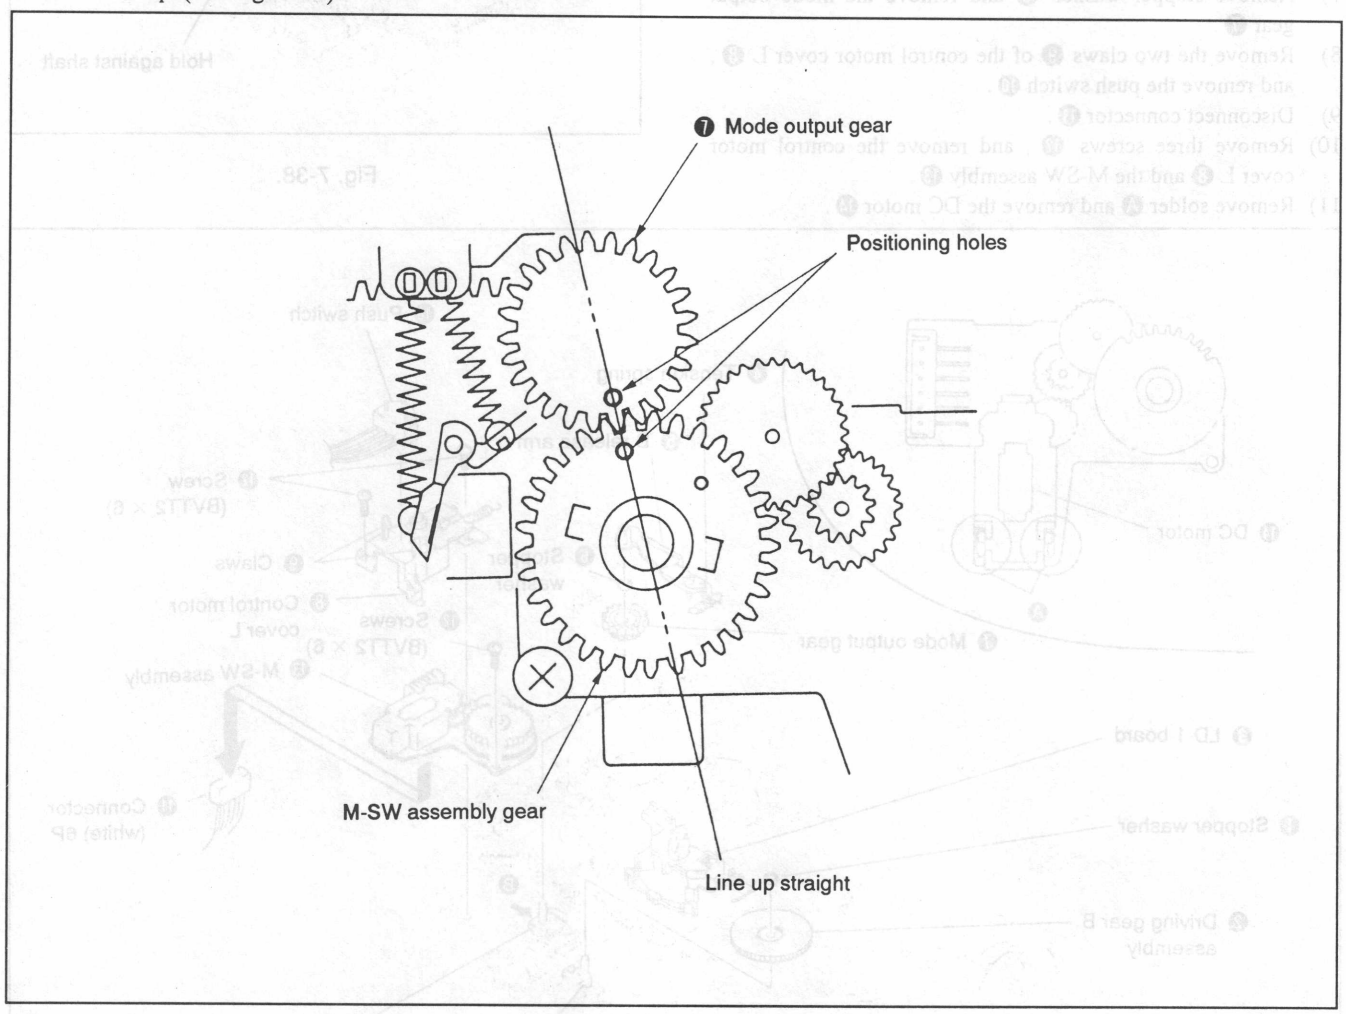

Fig. 7-40.
8) Mount the mode output gear ❼ so that the positioning holes are lined up. (See Fig. 7-40.)
9) Fix stopper washer ❻.
11) Mount the B release arm ❺ and hook the tension spring ❹.
13) Mount the LD-1 board ❸.
14) Mount the driving gear B assembly ❷ and fix the stopper washer ❶.